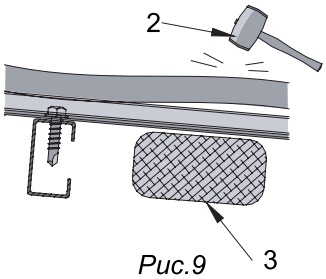

Рис.9
7 Подставляйте снизу болванку (3) для противодействия удару . *Рис. 9.*